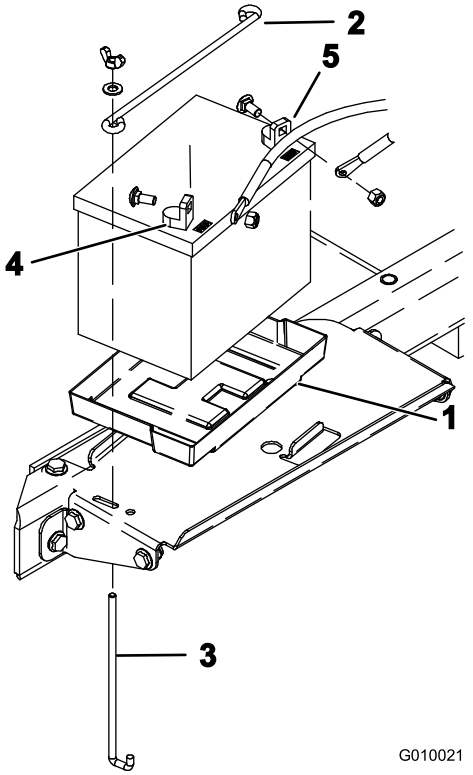

Figur 6
8. Sæt batteriet ind i bakken i batterirummet (Figur 6). Placer batteriet således, at batteripolerne vender udad.
9. Fastgør batteriet til rummets bund med en batteristang, 2 holdestænger, 2 flade skiver og 2 vingemøtrikker (Figur 6).
10. Fastgør først pluskablet (rødt) på batteriets pluspol (+) med en bræddebolt og møtrik (Figur 6), og dernæst minuskablet (sort) på batteriets minuspol (–) med en bræddebolt og møtrik (Figur 6). Skyd gummikappen ind over pluspolen for at forhindre eventuel kortslutning.